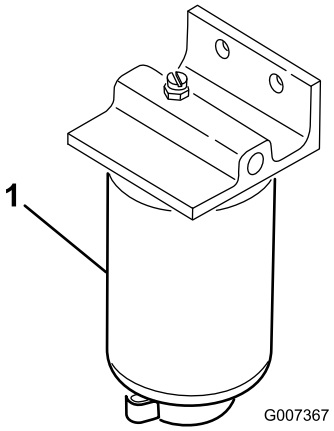

Figur 27
2. Plasser et tappefat under drivstoffilteret (Figur 27).
3. Åpne tappepluggen på bunnen av drivstoffilteret, og tapp eventuelt oppsamlet vann (Figur 27). Stram til pluggen etter tapping.